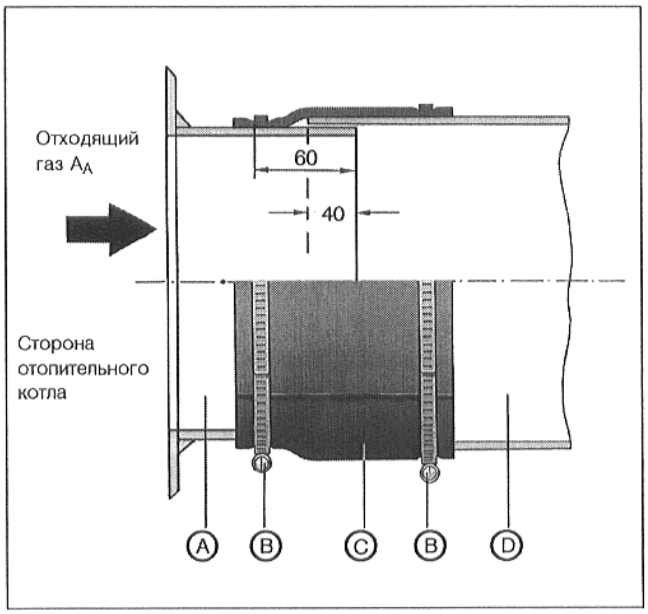

Рис. 4
- Надвинуть зажимные обоймы Ⓑ поверх уплотнительной манжеты и затянуть (Рис. 4).